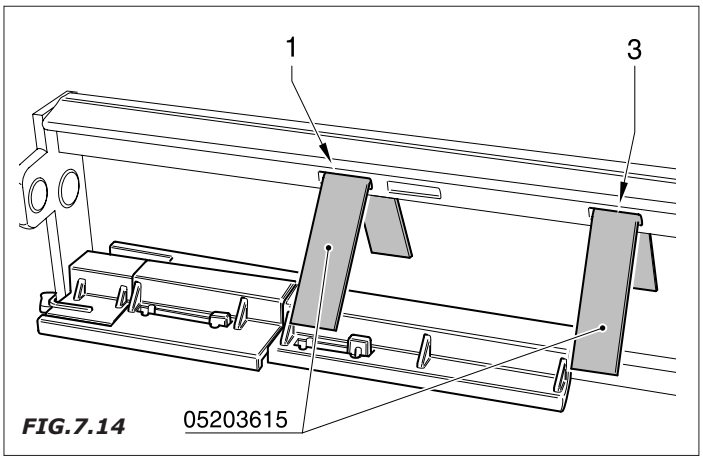

FIG.7.14
- Introduzcan, según lo indicado en la *Fig.7.14*, los detalles 03133811 en la primera (1) y tercera (3) ranura presentes en el árbol.